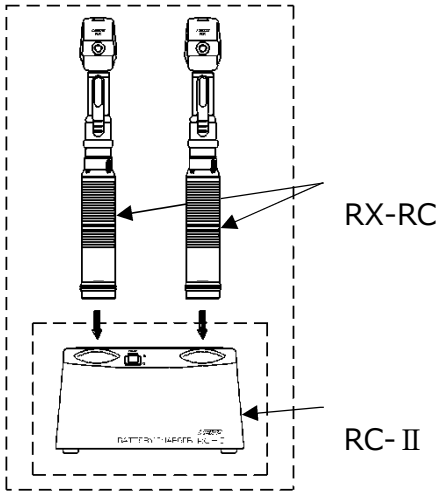

Fig. 3.1
2) Insert the Handle of the unlit RX-RC into the Charging Port of the RC-II (see Fig. 3.1)